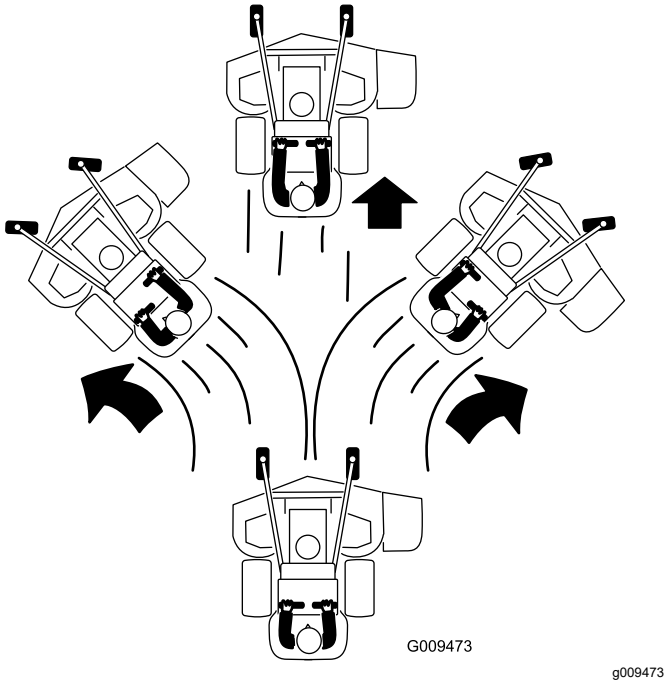

Figura 20
3. Empuje lentamente las palancas de control de movimiento hacia adelante (Figura 20).